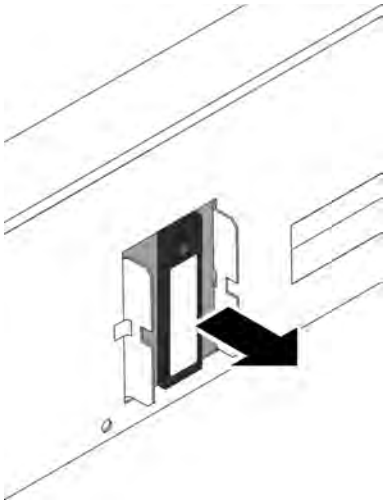

Fig. 46: EPROM
5. Carefully lift the EPROM out of the IC socket using the IC pliers (*Fig. 46*).